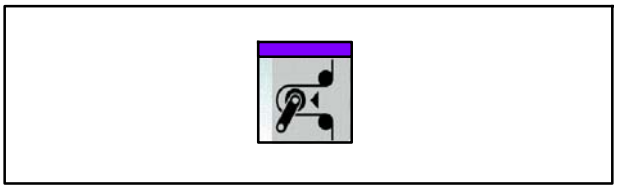

Fig. 173 Touche Enclencher/couper la tension de bande
19. Appuyer sur la touche Enclencher/couper la tension de bande (Fig. 173) pour enclencher la tension de bande